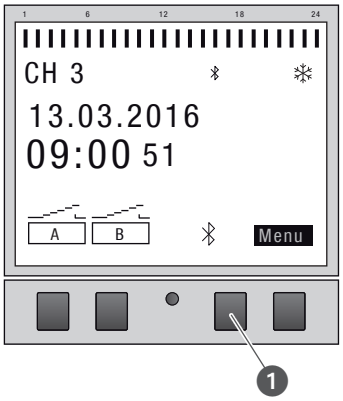

Fig. 22: Estabelecer a ligação Bluetooth na extensão de canal
6. Premir o botão Bluetooth (Fig. 22/❶) na extensão de canal.